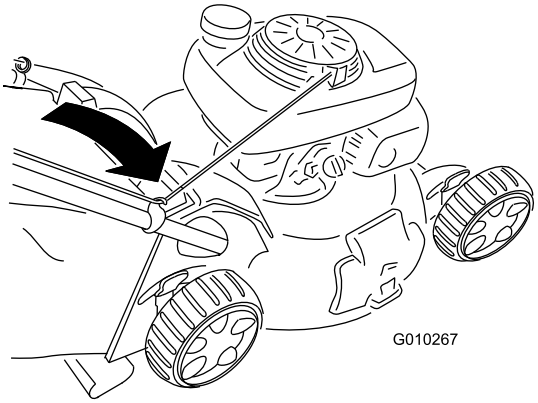

Figuur 26
2. Laat het startkoord rond de onderste koordgeleider lopen (Figuur 26).